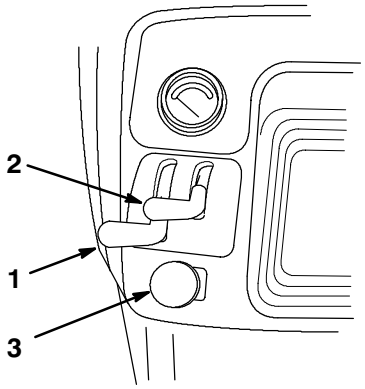

Figure 11
3. Push the PTO (power take off) switch to OFF (Fig. 11).
4. Move the choke lever to ON (if the engine is cold) (Fig. 11).
5. Move the throttle lever halfway to FAST (Fig. 11).
7. After the engine starts, move the choke lever to OFF (Fig. 11). If the engine stalls or hesitates, move the choke lever back to ON for a few seconds. Then move the throttle lever to the desired setting. Repeat this as required.
1. Move the throttle lever to SLOW (Fig. 11).